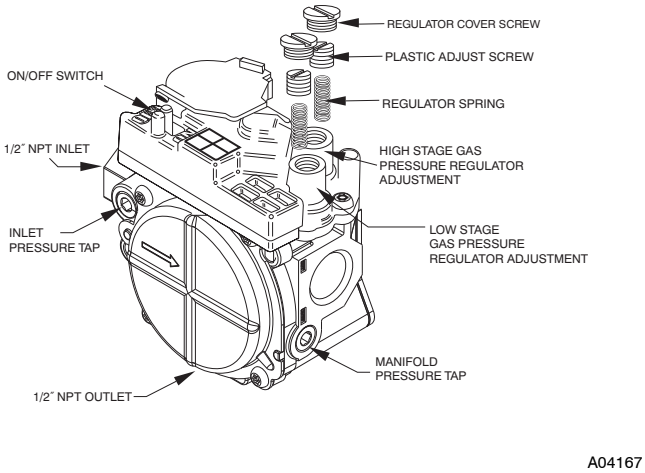
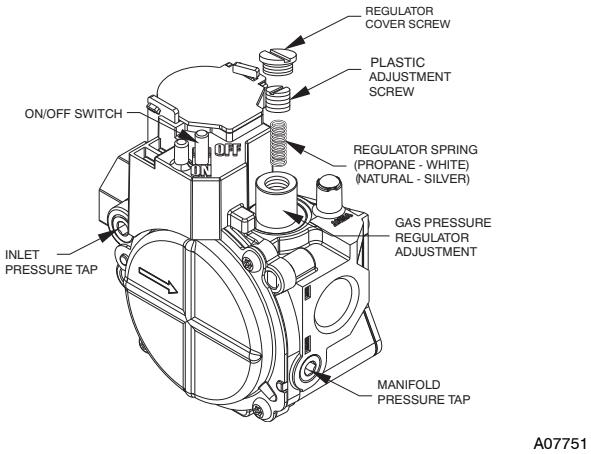

Fig. 14 - Two-Stage Gas Valve (208/230 VAC Models)
Fig. 15 - Single-Stage Gas Valve (460 VAC Models)
1. Remove regulator cover screw(s) over plastic adjustment screw(s) on gas valve (Fig. 14 For 208/230 VAC models, Fig. 15 For 460 VAC models).
2. For 208/230 VAC models only: Turn the high stage plastic adjustment screw clockwise to increase gas input and counterclockwise to decrease input (see Fig. 14). For 460 VAC models only: Turn the plastic adjustment screw clockwise to increase gas input and counterclockwise to decrease input (see Fig. 15). Manifold pressure must be between 3.2 and 3.8 IN. W.C. For high stage on 208/230 VAC models and for single stage on 460 VAC models.
3. For 208/230 VAC models only: Replace high stage regulator cover screw on gas valve (see Fig. 14). For 460 VAC models only: Replace regulator cover screw on gas valve (See Fig. 15).
4. For 208/230 VAC models only: turn the low stage plastic adjustment screw clockwise to increase gas input and counterclockwise to decrease input (see Fig. 14). Low stage manifold pressure must be between 1.4 and 2.0 IN. W.C.
5. For 208/230 VAC models only: Replace low stage regulator cover screw(s) on gas valve (see Fig. 14).